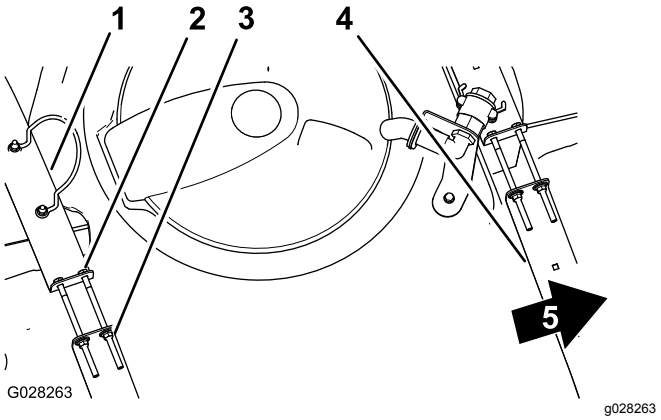

Рисунок 18
2. Убедитесь в отсутствии люфта между хомутами и баком (Рисунок 18).
3. Если хомуты вокруг бака ослаблены, затяните фланцевые контргайки и болты в верхней части хомутов заподлицо с поверхностью бака (Рисунок 18).